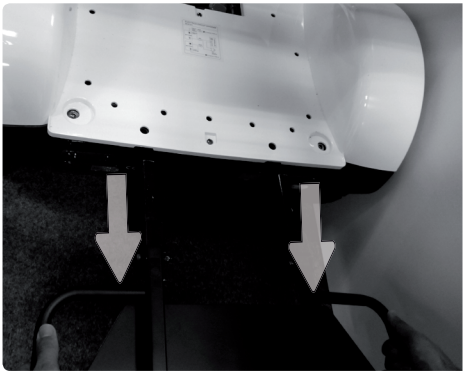

Abb.4
1.4. Ziehen Sie die Dreiecksklappe nach hinten, um sie ganz abzunehmen (Abb. 4).